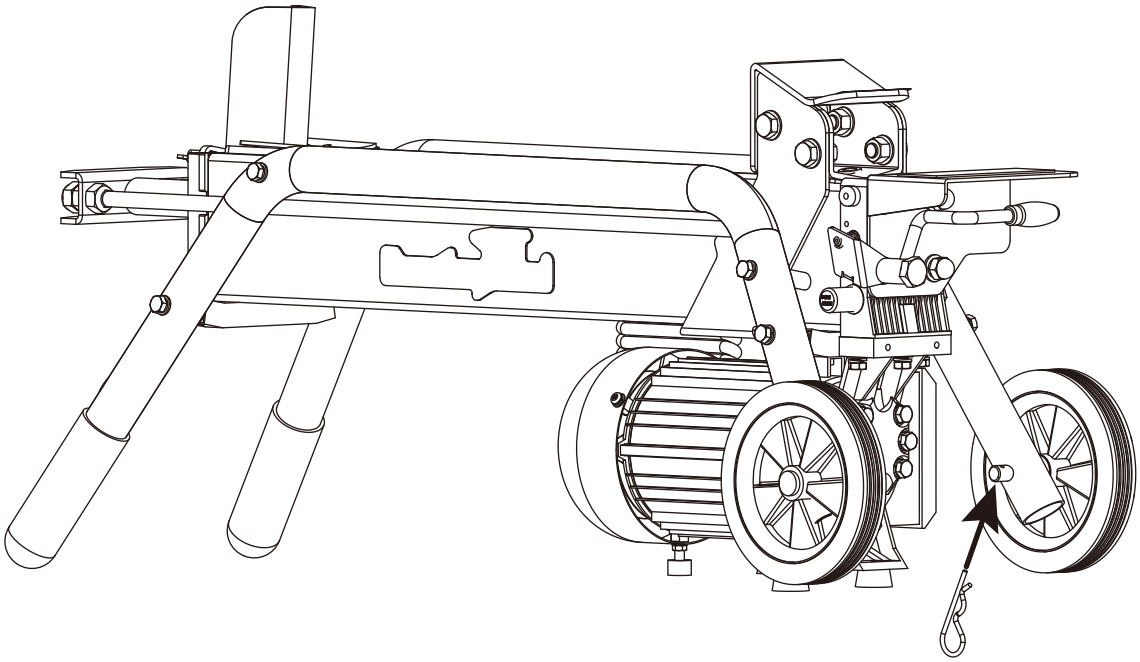

Figure 3
2. Insérez l'épingle à cheveux dans chacun des essieux. **(VOIR FIGURE 3)**